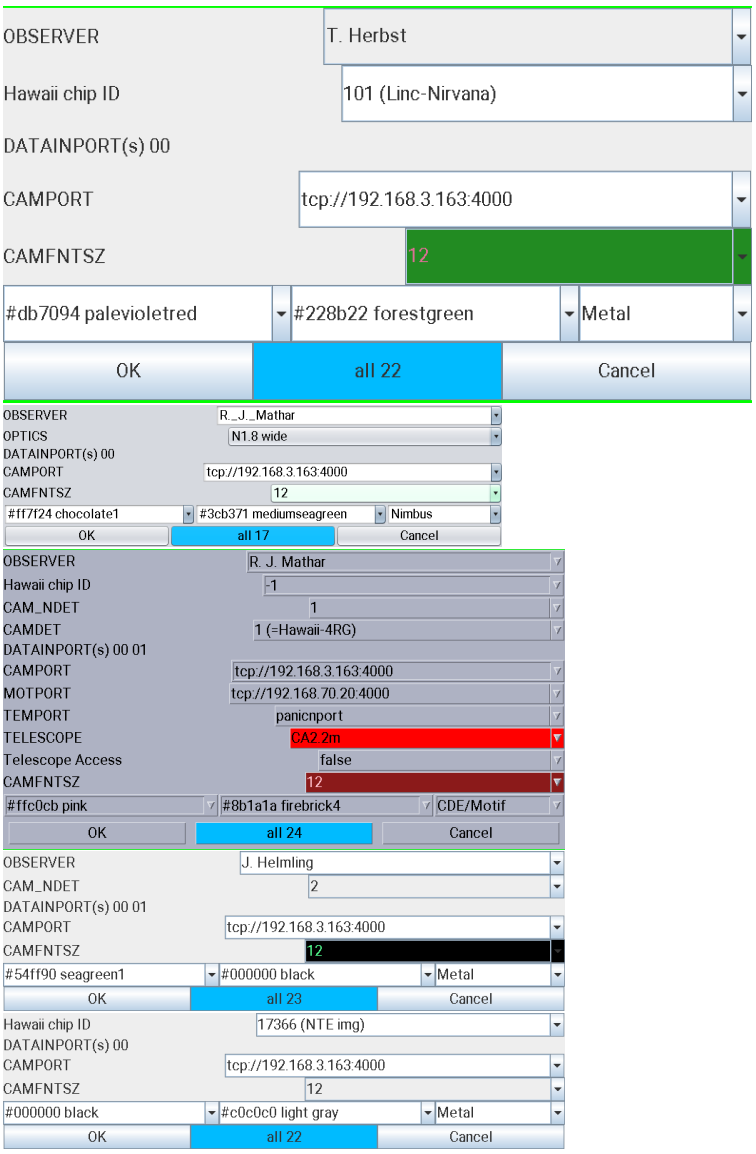
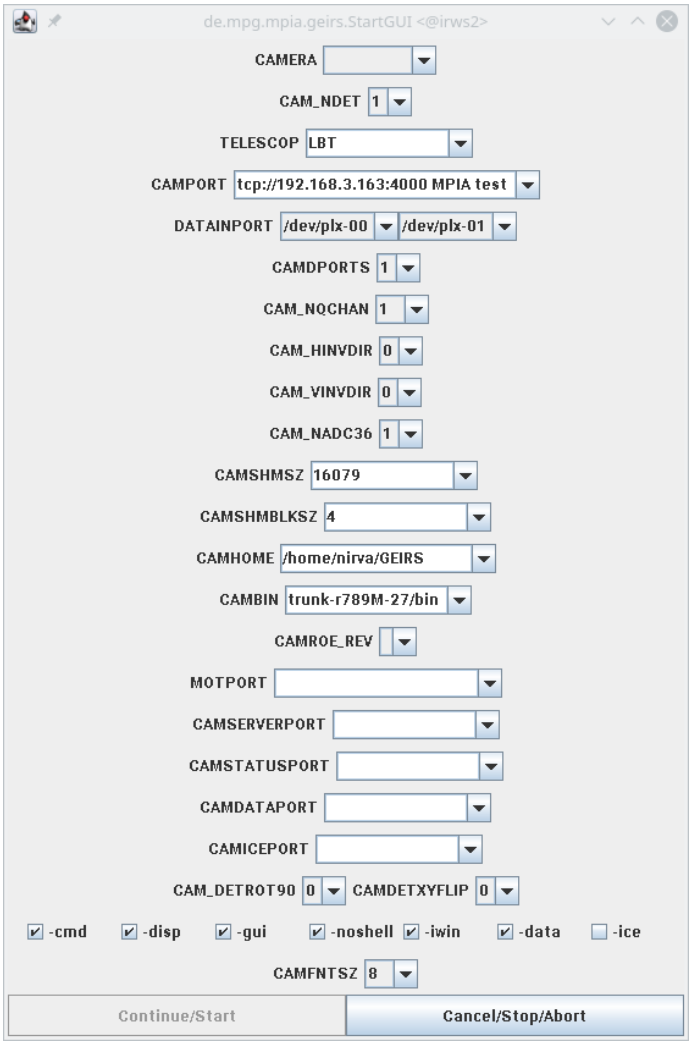

Figure 7: Startup screen to start GEIRS. Which of these layouts appears depends on the instrument.
Figure 8: Engineering startup with `geirs_start`.
2. modifications of the environment variables by the engineering GUI in Figure 8;
4. modifications of the availability of subsystems (simulation) defined in the GUI in Figure 7;
[32] If no command line option is used,`-gui` is implicitly activated. If the `-iwin` option was present (explicitly or implicitly), it commences with the start-up screen of Figure 7. The controls and/or the image GUI will be opened depending on the presence of the options `-gui` and/or `-disp`. The command server is started depending on the presence of the option `-cmd`. The `-gui` option works only if the command server is either started here or already running. The data server is started depending on the presence of the option `-data`. The real-time display requires that the data server is run.
Some parameters may be edited in Figure 7 at this time:
The GUI in Figure 7 allows essentially to move subsystems into simulation mode. If you are not satisfied with some of the selectable parameters, you need to start from scratch, either with Figure 8 or by explicitly setting the shell variables before using the start-commands of Section 4.1.
The GUI in Figure 7 uses a countdown of 20 seconds, where the remaining time is indicated in the label of the `all` button. If no button is pressed to change the configuration within that time interval, it will continue to start (or fail to start) GEIRS with the currently selected set of parameters.[33]
After you press `all` in Figure 7, the subsystems (most noticably the ROE) are initialized and the GEIRS window of Figure 9 will appear. At that time all (recent) instrument patterns send commands to the ROE which switch most of the ROE's LED's off. The LED's of the network card of the ROE cannot manipulated by these software means (and must be taped to shield their light).
If some subsystems of GEIRS, like the ROE, the Motors or the Telescope are set to the simulation state in Figure 7, some parts of the GUIs described in this manual display yellow backgrounds in menus to provide a visual warning that the corresponding section of the action or information is in some state of software emulation/simulation.
which pops up similar to Figure 8. This allows *experienced* users to edit many parameters on a finer level without editing the `geirs_start_gen` script, but at a higher risk of starting GEIRS with modes that are not supported.
The program scans (pings) a list of fixed ROE IP addresses and puts those that seem to be online into the selector for the `CAMPORT`. It puts subdirectories of `CAMHOME` that look like compiled GEIRS versions into the `CAMBIN` selector. If the `Continue/Start` button is pressed, the program sets some of the environment variables mentioned in Section 3; labels in the GUI and environment variables correspond to each other. Then it calls the shell script `scripts/geirs_start_gen` with the options set in the third but last line of Figure 8. See Section 5.5 for the meaning of the `geirs_start_gen` options. The principal rationale for having this GUI is that one can